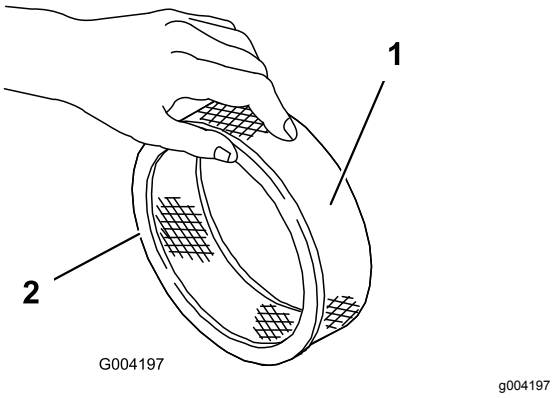

Rysunek 46
5. Sprawdź filtr papierowy pod kątem rozdarć, warstwy oleju i uszkodzenia gumowej uszczelki (Rysunek 46).
1. Ostrożnie wsuń piankowy filtr wstępny na wkład papierowy (Rysunek 46).